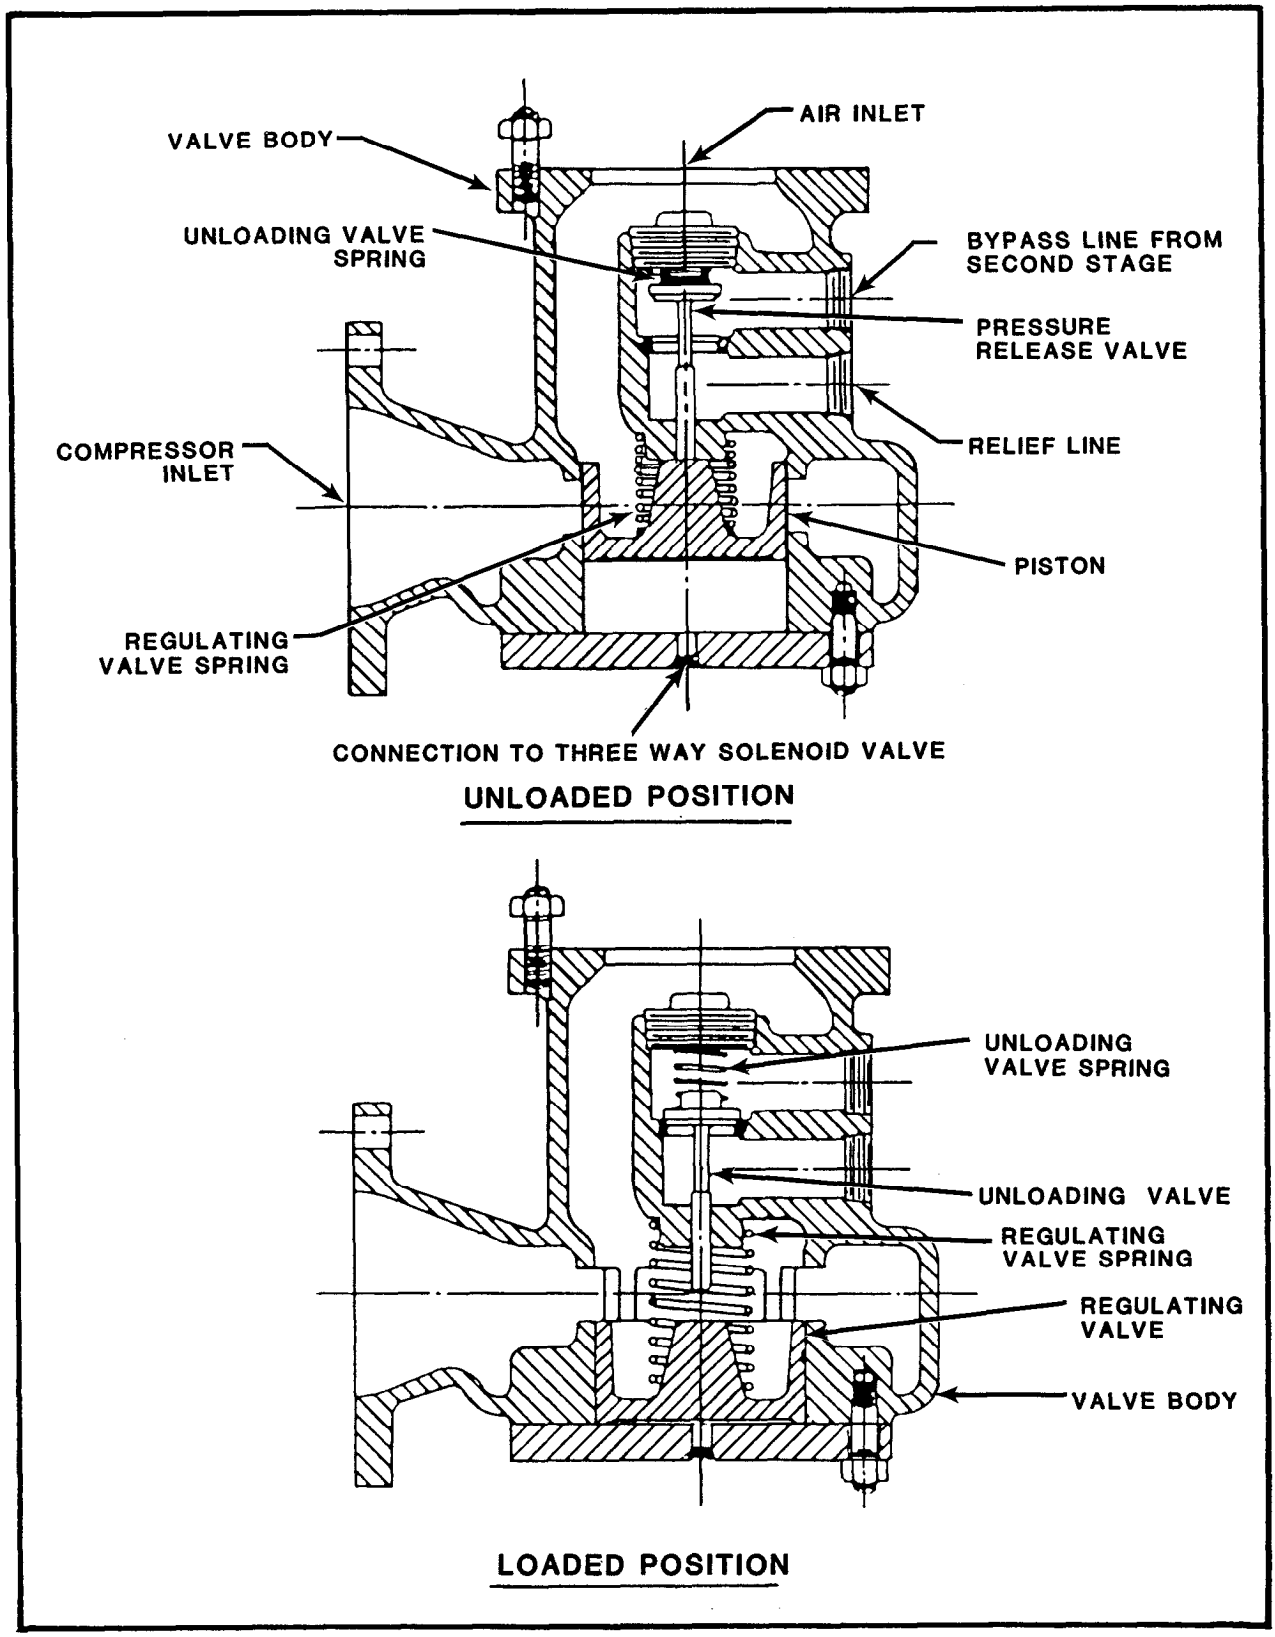

FIGURE 5-7. Intake Unloader for Rotary Sliding Vane Compressor
1.1.3.3 Intake Unloaders.Intake unloading consists of an automatic valve located at the compressor suction. This valve closes off the compressor intake, thereby preventing the compressor from taking in air. The intake unloader (figure 5-7) incorporates two valves in one body, an air piston-operated inlet valve and a pressure release valve. When the compressor is delivering air, the inlet valve is in its normal open position and the release valve is closed. When receiver pressure builds up to the unloading pressure, a pressure switch deenergizes a three-way solenoid pilot valve which admits receiver pressure to the piston of the inlet valve. The piston rises, closing the inlet valve and opening the pressure release valve. The pressure release valve relieves air pressure from the portion of the compressor discharge line between the compressor and the discharge check valve. This permits unloaded operation of the compressor at atmospheric pressure. When receiver pressure drops to the lower setting of the pressure switch, the contacts close, energizing the solenoid pilot valve. This cuts off receiver pressure and vents the pressure in the unloader to atmosphere. The inlet valve is opened, permitting the compressor to load.